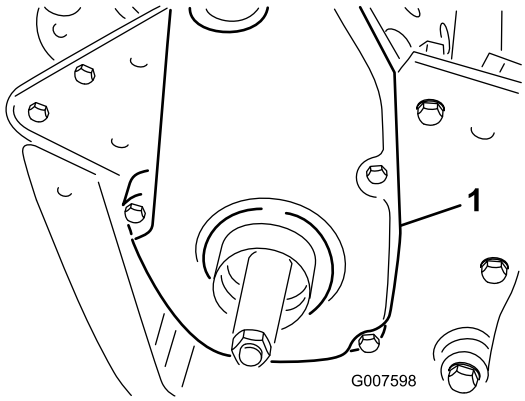

Figur 40
1. Ta bort fästskruvarna på remkåpan och sedan remkåpan så att remmen blir synlig (Figur 40).